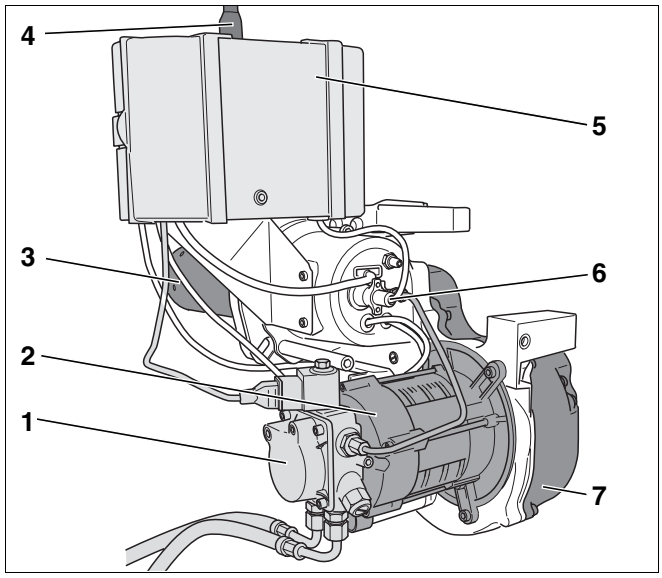

Afb. 1 Brander Logatop BE 1.3 en 2.3
– oliepomp met magneetventiel met aansluitslangen voor stookolie (afb. 1, **pos. 1**)
– brandermotor (afb. 1, **pos. 2**)
– branderbuis (afb. 1, **pos. 3**)
– digitale branderautomaat SAFe 10 met ontstoringstoets (afb. 1, **pos. 5**)
– fotocel (afb. 1, **pos. 6**)
– ventilator (afb. 1, **pos. 7**)
De brander (afb. 1) wordt aangesloten via een netstekker (afb. 1, **pos. 4**) en met het regeltoestel verbonden via een communicatieleiding.